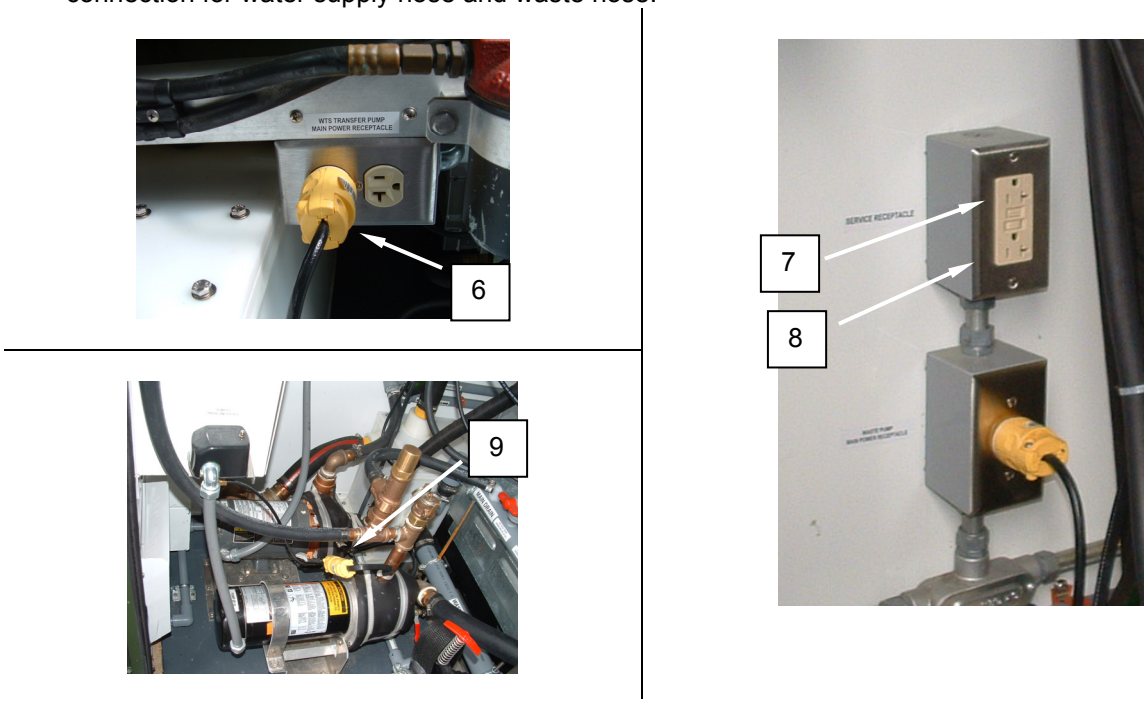

Figure 5. Operation in Severe Cold Conditions – Connect Heat Traces.
10. Connect the water supply hose **(Figure 5, Item 6)**, waste hose **(Figure 5, Item 7)** and pump heat trace connections **(Figure 5, Item 8)** for the water supply line to the GFCI to the right of the washer service door.
11. Connect pump P-1 and P-3 together **(Figure 5, Item 9)** and connect the opposite end into the GFCI on the back wall of the CBL container.